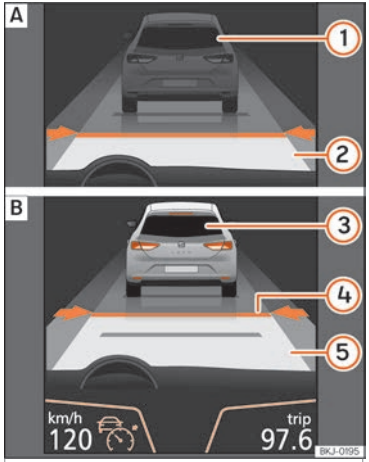
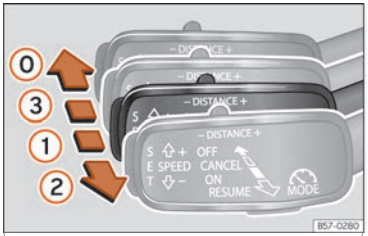
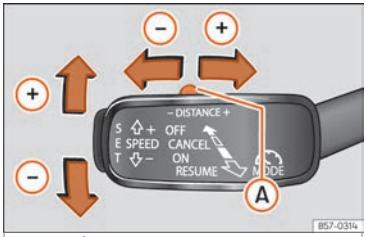

Fig. 236 No ecrã do painel de instrumentos: (A) ACC inativo (Standby). (B) ACC ativo. »
Fig. 238 À esquerda da coluna da direção: terceiro manípulo para utilizar o controlo adaptativo de velocidade.
Fig. 239 À esquerda da coluna da direção: terceiro manípulo para utilizar o controlo adaptativo de velocidade.
Indicações no ecrã ››› Fig. 236:
Quando o controlo adaptativo de velocidade (ACC) está ligado, acende-se no painel de instrumentos a luz de controlo verde e no ecrã exibe-se a velocidade programada e o estado do ACC ››› Fig. 236.
Depois de iniciada a marcha, se desejar definir a velocidade atual como velocidade de cruzeiro do veículo e ativar o ACC, pressione o botão **SET** ››› Fig. 239. No caso de desejar aumentar ou diminuir a velocidade em intervalos de 1 km/h (0,6 mph), desloque o manípulo para a posição (2) ››› Fig. 238 ou pressione o botão **SET** respetivamente.
A velocidade programada pode ser alterada com o veículo parado ou durante a condução, conforme desejar. Qualquer modificação da velocidade programada é visualizada na parte inferior esquerda do ecrã do painel de instrumentos ››› Fig. 236.
Para aumentar ou reduzir o nível de distância pressione o botão basculante para a direita/esquerda ››› Fig. 239 (A).
- Para ativar o ACC, com o terceiro manípulo colocado na posição (1) deve pressionar-se o botão **SET** ou deve deslocar-se o terceiro manípulo do ACC para a posição (2) ››› Fig. 238. Nesse momento, a imagem do ACC no ecrã do painel de instrumentos passará para o modo *Ativo* ››› Fig. 236.
Para desligar o ACC desloque o manípulo para a posição (0) ››› Fig. 238 (encaixado).
Se não quiser desligar o ACC, mas sim passá-lo temporariamente para o modo inativo (Standby), desloque o terceiro manípulo para a posição (3) ››› Fig. 238 ou carregue no pedal do travão.